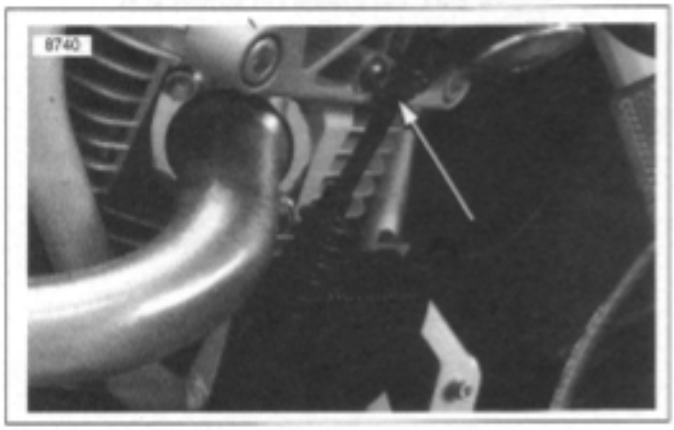

Figure 2-79. Clutch Cable P-clamp
2. See Figure 2-79. Remove clutch cable p-clamp.
4. Tighten front isolator bolt (6) to 49-51 ft-lbs (66-69 Nm).
5. See Figure 2-79. Install clutch cable p-clamp. Tighten